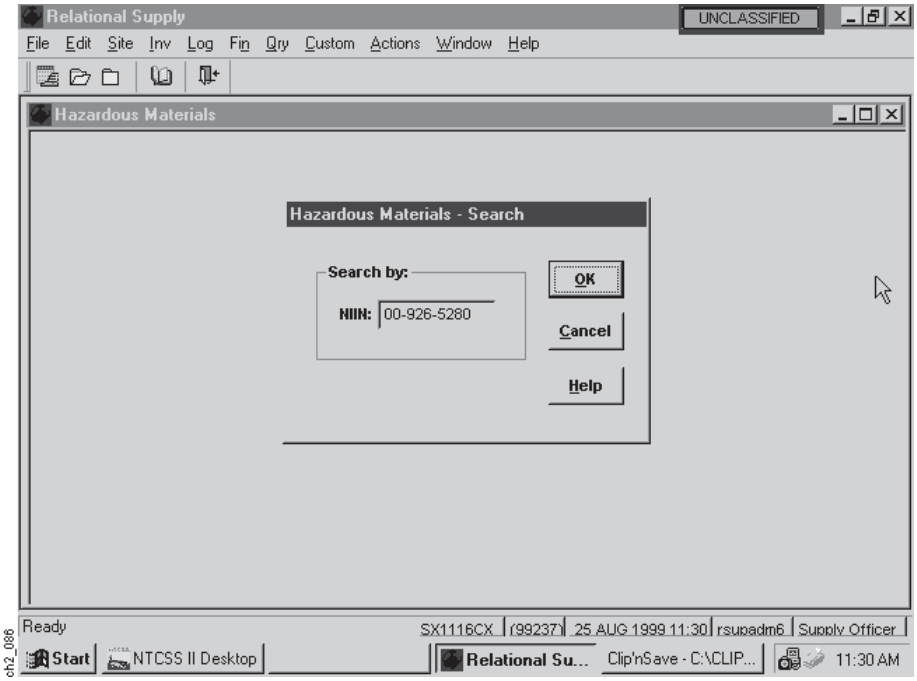

Figure 2-107
(1) **Step 1.** On the Hazardous Materials - Search Screen above (Figure 2-107), enter the NIIN for the item you wish to review to the appropriate data block and then select the OK Option to continue.